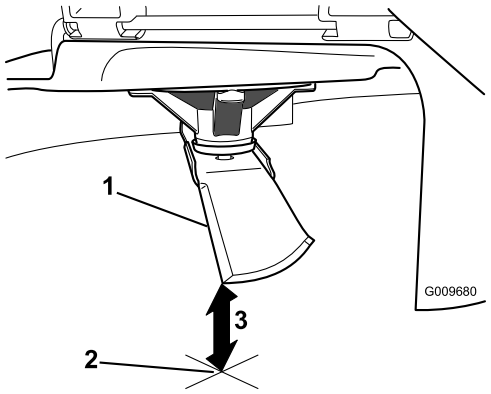

Figuur 50
3. Meet de afstand tussen het uiteinde van het mes en de vlakke ondergrond (Figuur 50).